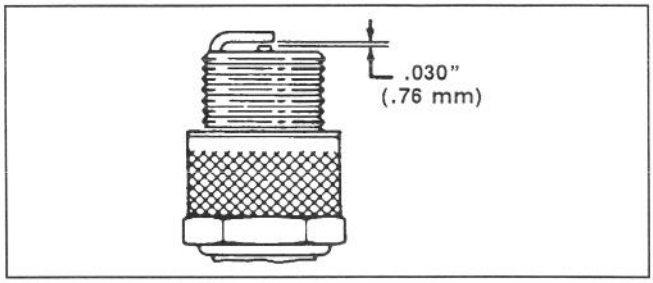

Figure 17
3. Set air gap at 0.76 mm (0.030") (Fig. 17). Install correctly gapped spark plug and gasket seal. Tighten plug firmly to 20 N·m (15 ft-lb).